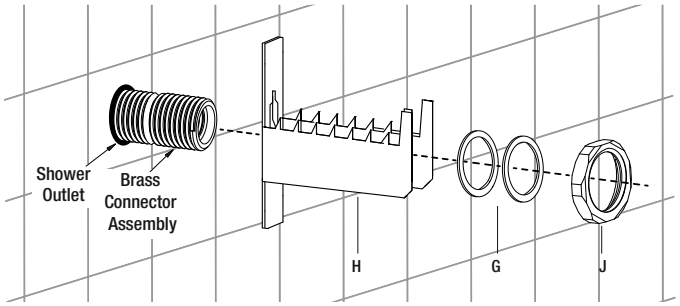

Fig.12
- Place the stainless steel mounting bracket (H) on the brass connector assembly and adhere upright to the wall.
- Secure and tighten the nut (J) on brass assembly using 1 or 2 of the stainless steel washers (G), if required, see Fig. 12.